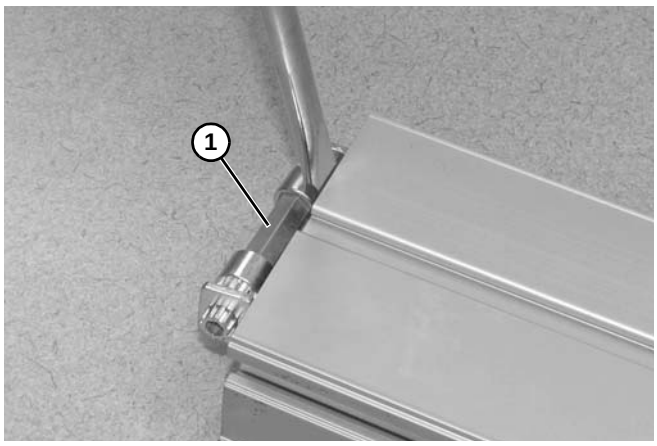

Abbildung 98
3. Ritzelbaugruppe **(Abbildung 98, Teil 1)** vom Förderbandrahmen herausbrechen und dabei die Seiten wechseln.